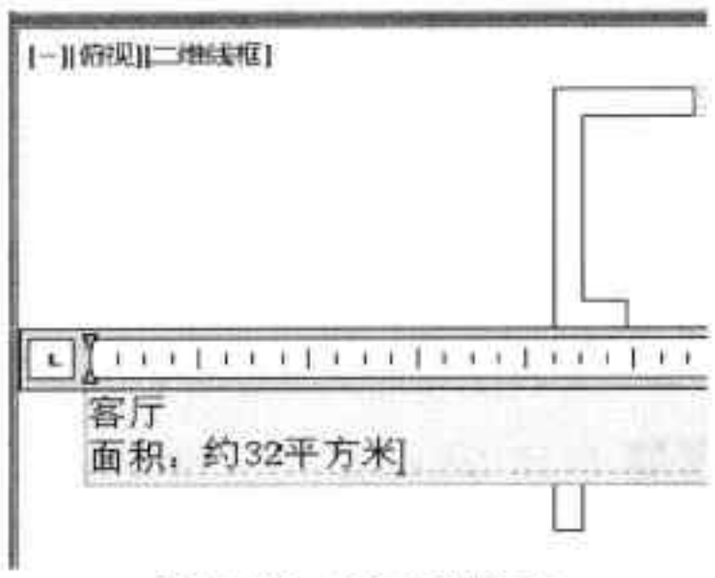

图4-73 输入面积信息
Step07 框选完成后，即进入文字编辑状态，输入客厅面积信息，如图 4-73 所示。